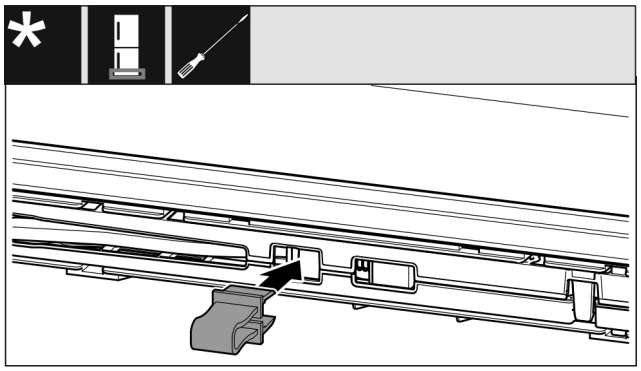

Fig. 13
▶ Latch safeguard into opening. (see Fig. 13)